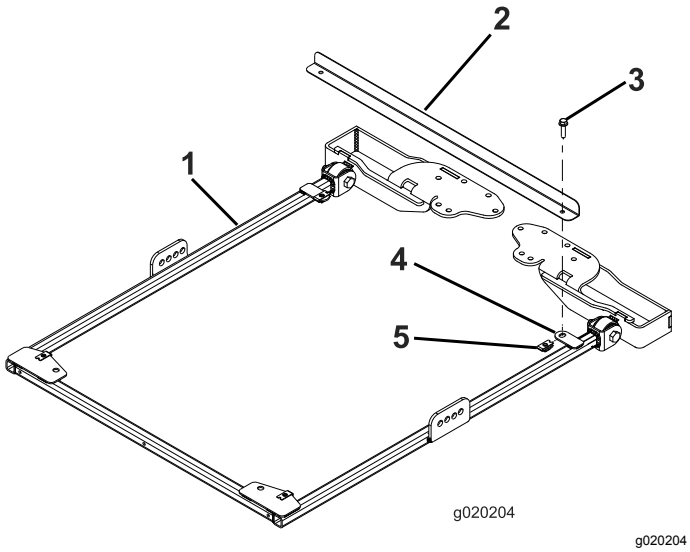

Figuur 24
1. Om het frame goed te kunnen uitlijnen, moet u de frame-uitlijningsbalk bevestigen aan de montagelippen achteraan het zonneschermframe. Gebruik hiervoor 2 flenskopbouten (5/16" x 1¼") zoals wordt afgebeeld in Figuur 24.